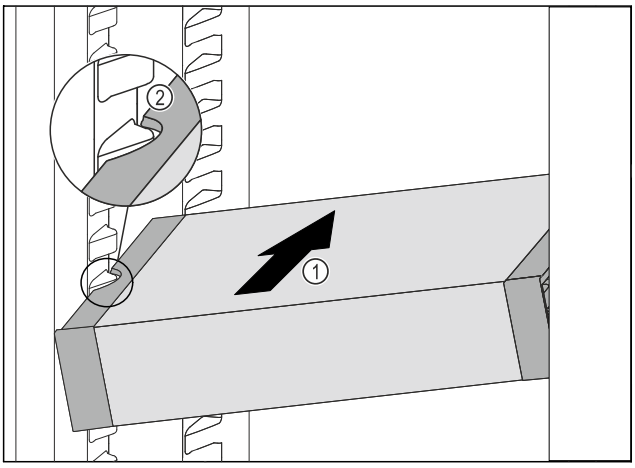

Fig. 114
▶ 将 VarioSafe 斜插入冷藏区中 *Fig. 114 (1)*，直至 VarioSafe 的 侧部凹槽 *Fig. 114 (2)* 与冷藏区中的容器肋梁持平。